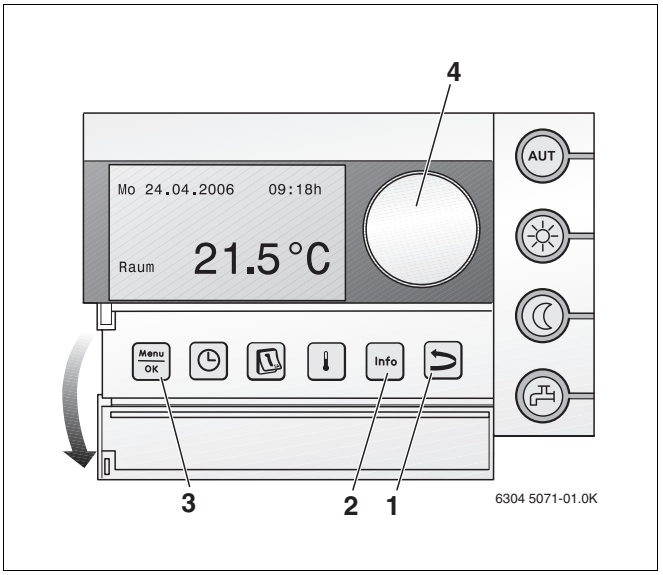

Bild 35 Bedieneinheit RC35
Im Folgenden wird Ihnen die Entlüftung der Ölleitung über die Bedieneinheit RC35 beschrieben (Bild 35).
- Tasten „Menu/OK“, „Info“ und „Zurück“ (Bild 35, **Pos. 3**, **2**, **1**) gleichzeitig drücken, um das Menü „SERVICEMENÜ“ zu öffnen.
- Drehknopf (Bild 35, **Pos. 4**) nach links drehen, bis „Diagnose“ ausgewählt ist (mit ▶ markiert).
- Drehknopf (Bild 35, **Pos. 4**) nach links drehen, bis „Funktionstest“ ausgewählt ist (mit ▶ markiert).